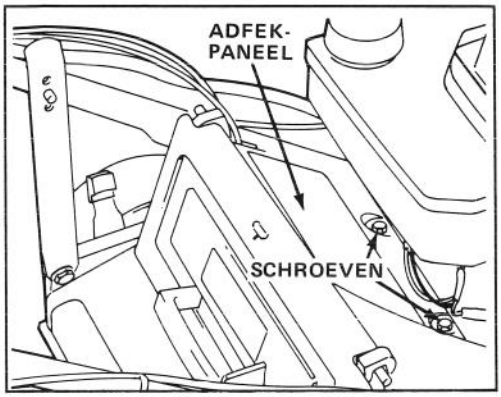

Afbeelding 34
6. Afdekpaneel op het maaihuis verwijderen en het gedeelte rondem het mesremmechanisme reinigen (Afb. 34).